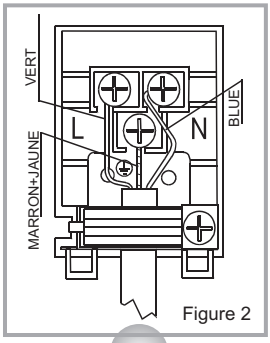

Figure 2
- Le câble terre doit être branché au moyen de la vis qui a le symbole terre. Le branchement du câble d'alimentation doit être effectué selon la Figure 2. S'il n'y a aucune prise de terre conforme aux normes d'installation, contactez un technicien qualifié pour en installer une.